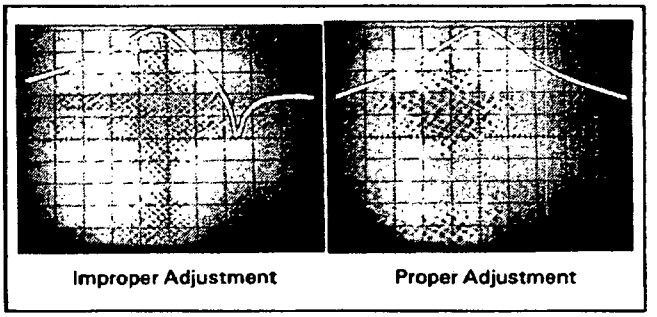

**Figure 5-5. Symmetry Adjustment.**
f. Adjust A5C15 (STAGE 5 PEAK RESPONSE ADJ.) to move the peak to the center of the CRT screen. Recheck Step e and adjust A5C14 and A5C15 if necessary. See Figure 5-5 for a properly adjusted display.